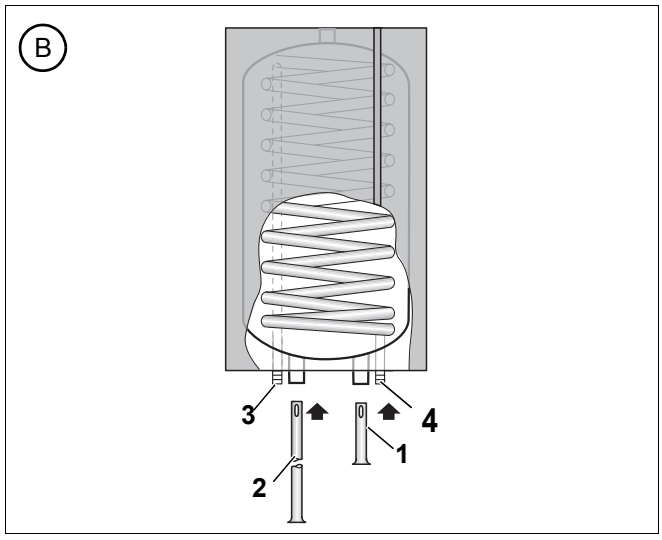

Рис. 8 Установка погружных труб (подключения снизу)
- Вставьте длинную погружную трубу снизу в AW (рис. 8, [2]).
- Вставьте короткую погружную трубу снизу в EK (рис. 8, [1]).